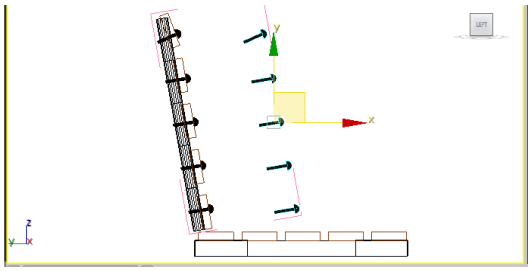

Figure 2-92 *The right side seat rivets group in the Left viewport*
5. Make sure *right side rivets* group is still selected. Now, create a copy of *right side rivets* and name it as *right side seat rivets*, as shown in Figure 2-92.